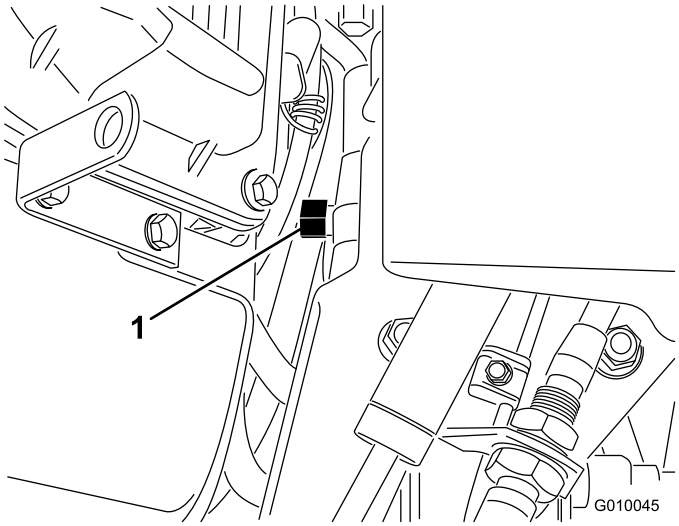

Figuur 30
2. Tussen de motor en de hydrostatische pomp bevindt zich een omloopventiel (Figuur 30).
3. Gebruik een sleutel van 5/8 inch en draai het omloopventiel 1 slag linksom. Hierdoor kan de hydraulische vloeistof langs de pomp worden geleid zodat de wielen kunnen draaien (Figuur 30).
5. Als u de beluchter weer wilt gaan bedienen, moet u het omloopventiel 1 slag rechtsom draaien (Figuur 30).